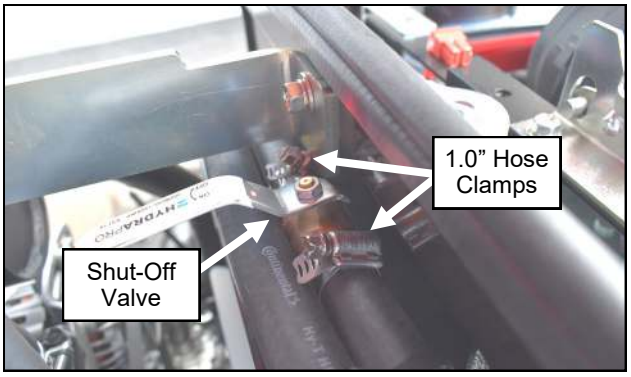

Figure 20.8 (Install Shut-Off Valve)
20.8 Cut the hose that was run to the hose barb on the thermostat housing and install the provided shut-off valve with two 1” hose clamps. The location is not important, but on top of the radiator is recommended. See Figure 20.8.